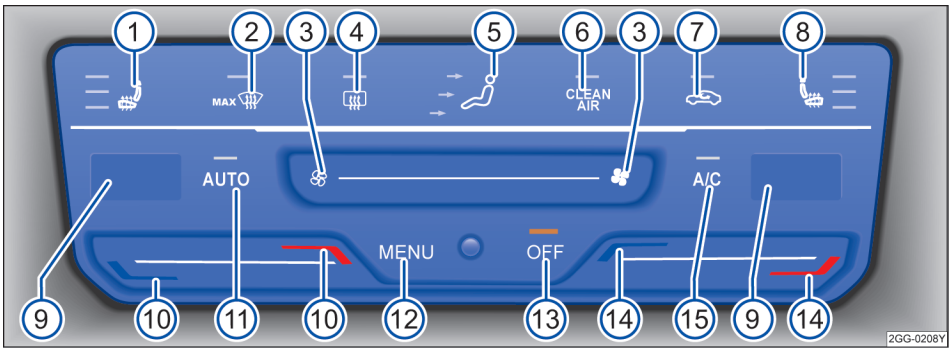

图 101 在中控台上部内：触控式自动空调的操作元件
- 触摸按钮OFF→ 图 101。
触摸按钮→ 图 101 调整气流分配：
触摸按钮 MAX→ 图 101 可尽快将前窗玻璃除霜并除去水雾（除霜功能）：
– 按下操作面板中的按钮 CLEAN AIR →图 101。